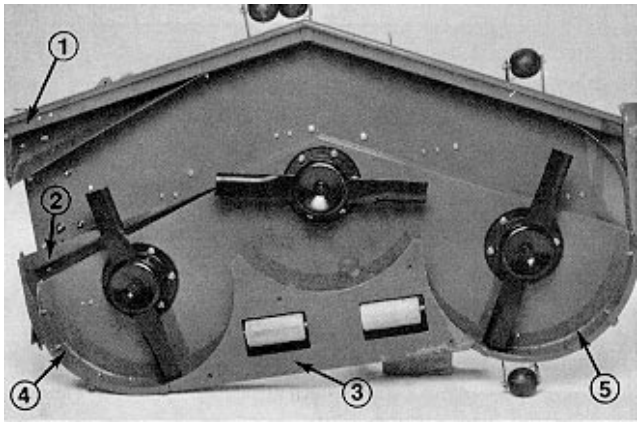

Figure 8
1. Insert front deflector into deck, aligning end of deflector with edge of discharge opening (Fig. 8 & 9).
2. Using deflector as a template, mark and drill (3) 11/32" dia. holes thru front and top of deck.
5. Insert rear deflector into deck, aligning end of deflector with edge of discharge opening (Fig. 8 & 10).
10. Align left shelf with left end of rear shelf and edge of deck (Fig. 8 & 11).
11. Secure left shelf to deck with (2) 1/4−20 x 1" lg. capscrews, (1) 1/4−20 x 3/4" lg. capscrews and (3) locknuts. Capscrew heads to be positioned on the inside of deck.
12. Align right shelf with right end of rear shelf and edge of deck (Fig. 8 & 13). Using left shelf as a template, locate, mark and drill (3) 9/32" dia. holes in deck.